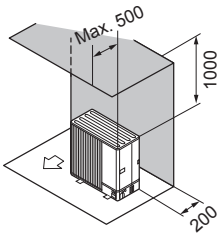

Fig. 1-8
② Obstacles at rear and above only (Fig. 1-8)